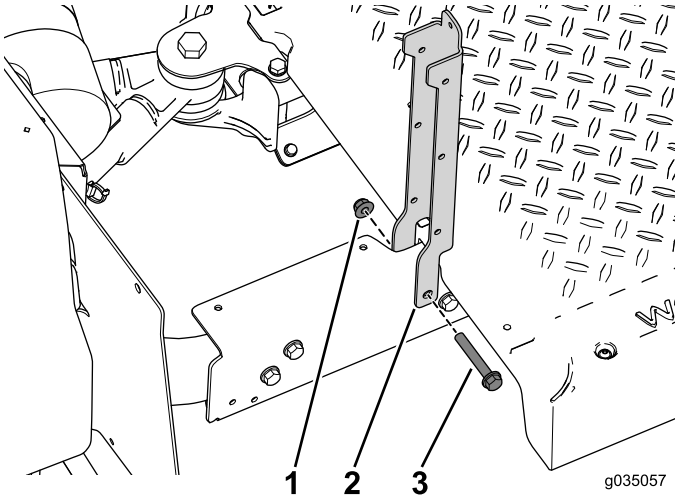

Figura 38
2. Utilice los 2 pernos (3/8" x 2½") y tuercas con arandela prensada para sujetar los soportes del asiento a la sección trasera de la máquina (Figura 38).